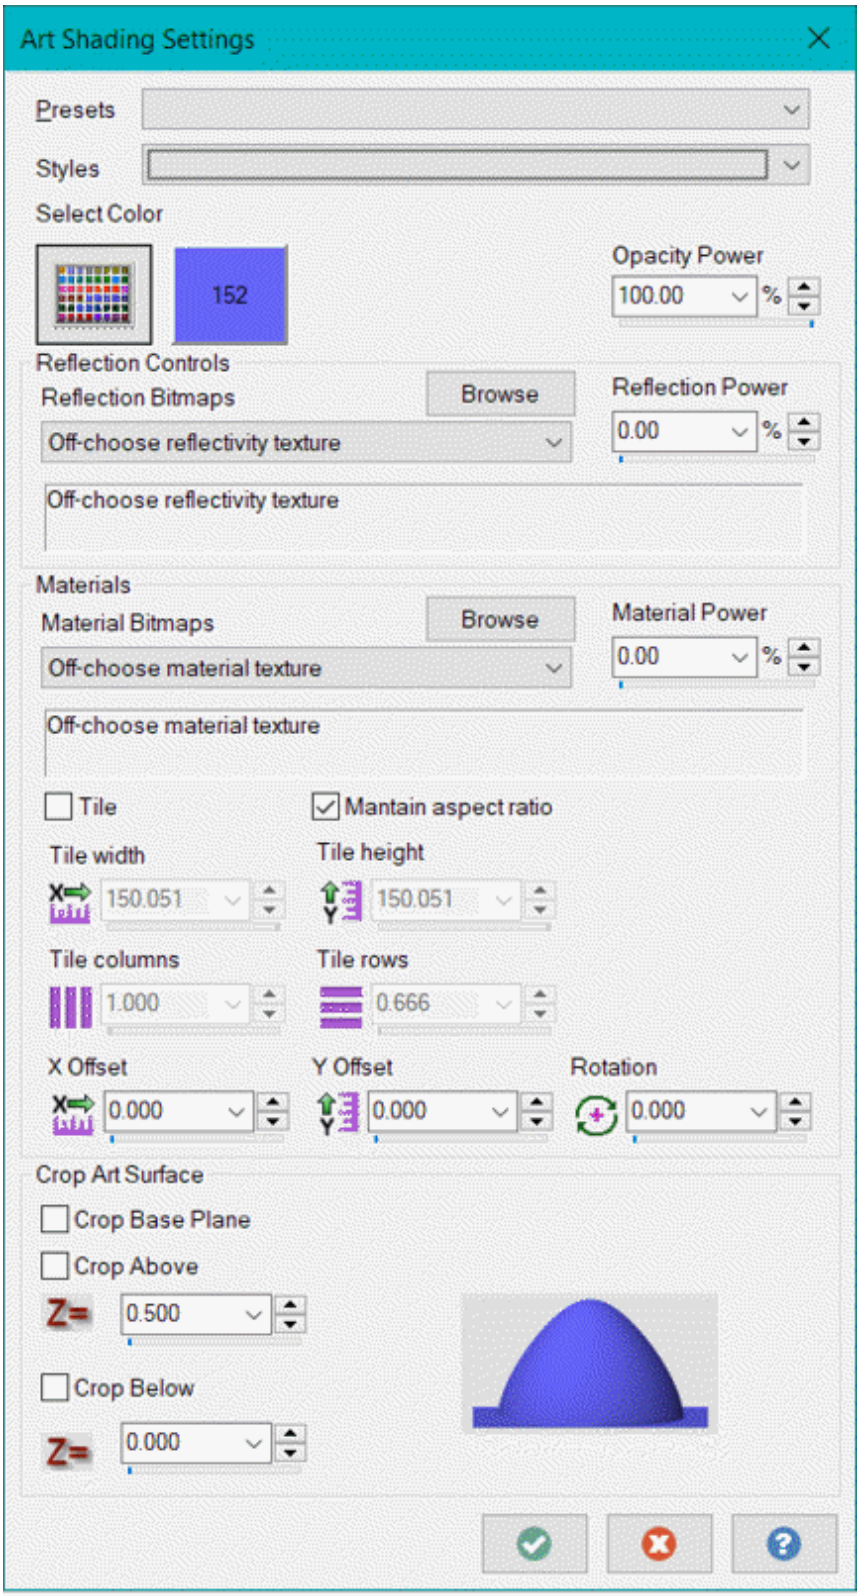

Figure-8. Art Shading Settings dialog box
- Click on the **Set shading quality** button from the bottom in the dialog box to change parameters related to color and texture of artwork displayed in the graphics area. The **Art Shading Settings** dialog box will be displayed; refer to Figure-8.